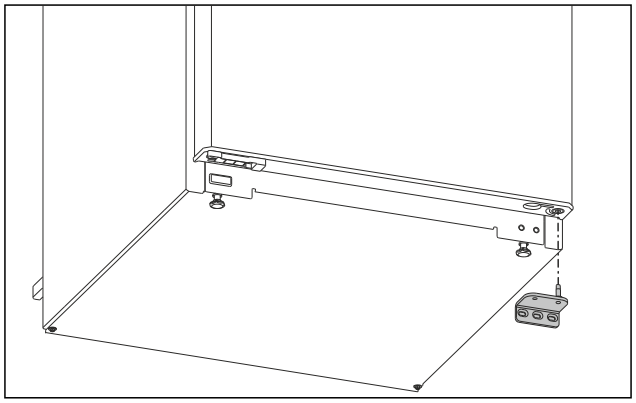

Fig. 7
- ▶ Noņemiet gultņa balstu virzienā uz leju. (skat. Fig. 7)